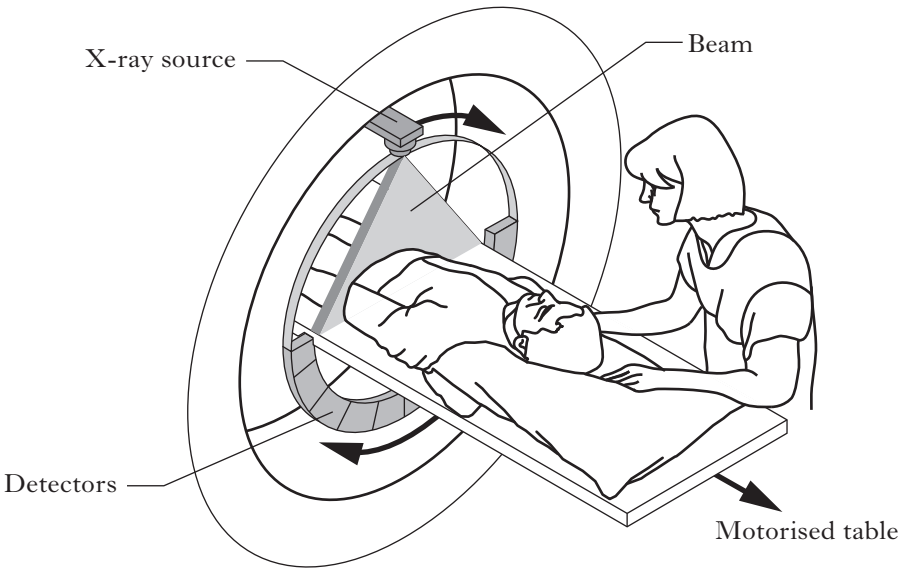

Figure Q2
2. The Computerised Tomography (CT) scanner shown in Figure Q2 uses a motorised table to position a patient correctly to allow an x-ray image to be taken.